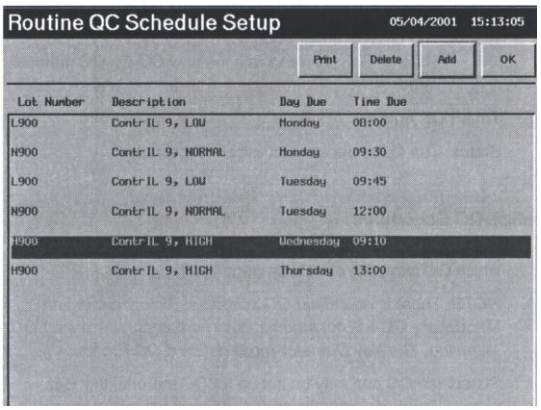

Рис. 3.16
Нажмите кнопку *Routine QC Schedule Setup*, на экране появится окно *Routine QC Schedule Setup* (рис. 3.16).
1. Нажмите кнопку *Routine QC Schedule Setup*, на экране появится окно *Routine QC Schedule Setup* (рис. 3.16).